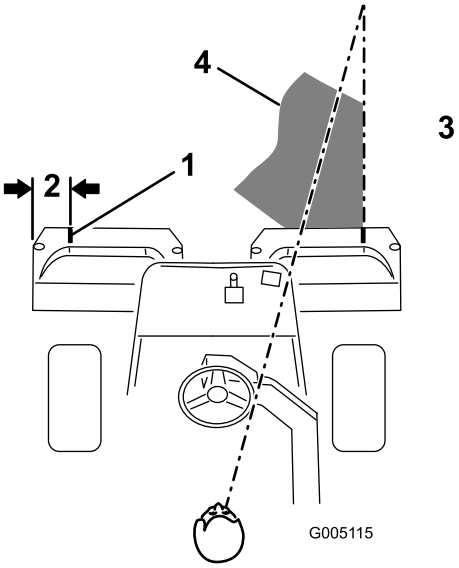
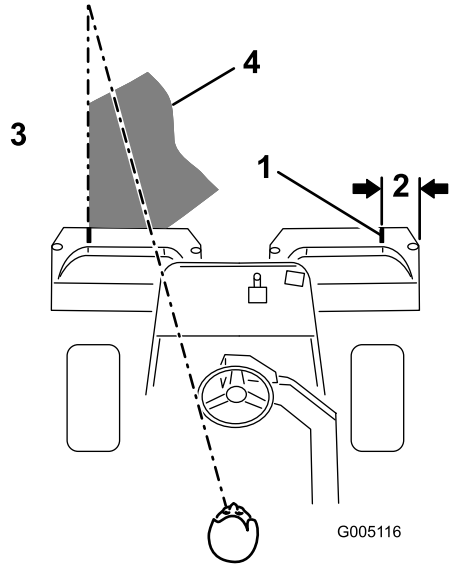

**Figur 42**
**Figur 43**
2. Placera en bit vit tejp eller måla en linje på varje korg parallellt med korgens ytterkant (Figur 42).
3. Överlappa den tidigare klippremsan så lite som möjligt under nästkommande vända. Etablera en tänkt siktlinje ca 1,8 till 3 m framför maskinen så att du klipper i en rak linje över greenen och håller maskinen på ett jämnt avstånd från förra klippvändans kant (Figur 42 och Figur 43). En del tycker att det är användbart att inkludera rattens ytterlinje som del i siktlinjen, d.v.s. att hålla rattkanten i linje med en punkt som alltid är på samma avstånd från maskinens framkant (Figur 42 och Figur 43).